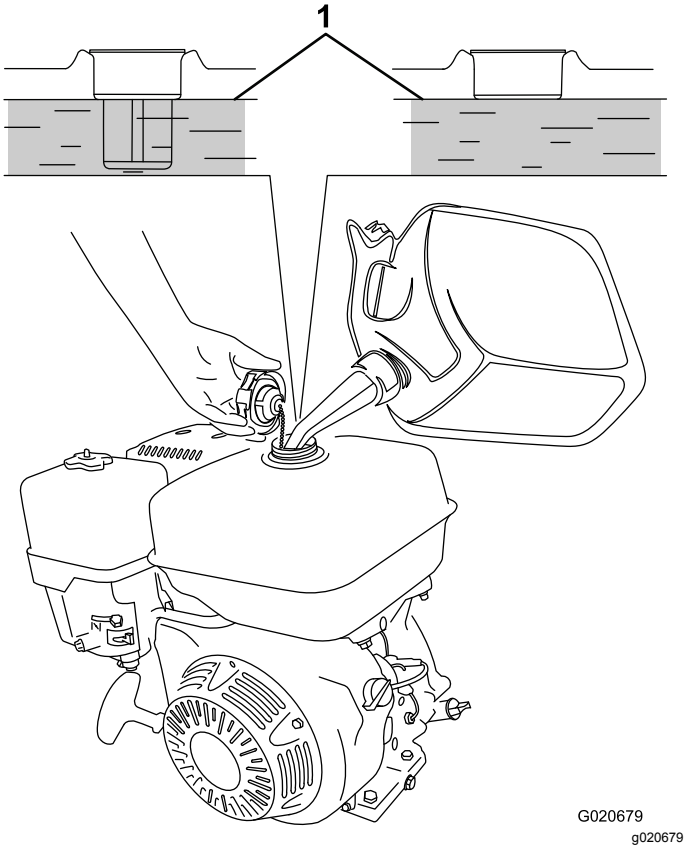

Figure 31
3. Add fuel to the fuel tank until the level is at the maximum fuel level (Figure 31).